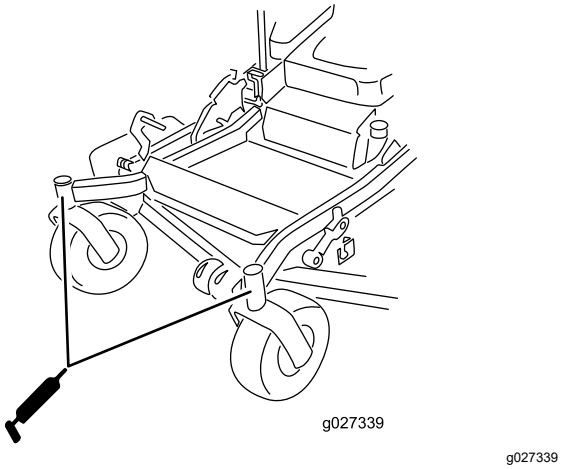

Figur 54
11. Monter den sekskantede prop og støvhætte (Figur 54).
12. Smør styrehjulslejerne (Figur 54).